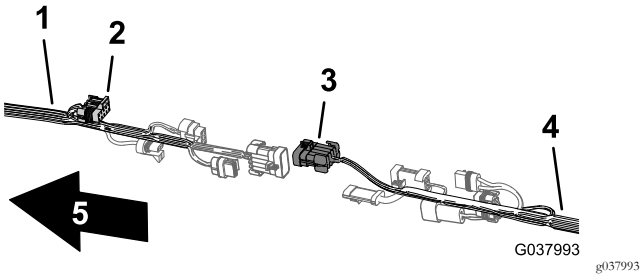

Figuur 106
2. Sluit de connector met 10 contacten van de voorste kabelboom voor de verbinding van de spuitmachinekabelboom aan op de stekker met 10 contacten van de achterste kabelboom voor de verbinding van de spuitmachinekabelboom (Figuur 106).